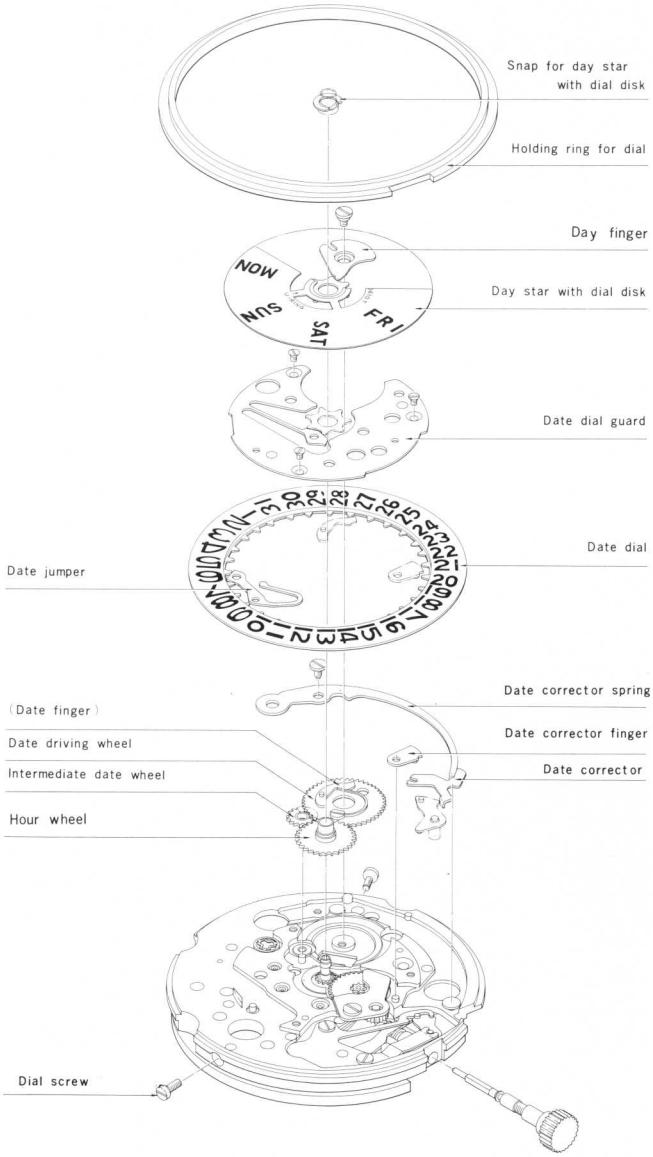

Fig. 3
3.-1 *Exploded view of calendar mechanism* (Fig. 3)
(Fig. 3)
The position of day star with dial disk in the upper and lower directions is obtained by the snap for day star with dial disk. (Fig. 3)